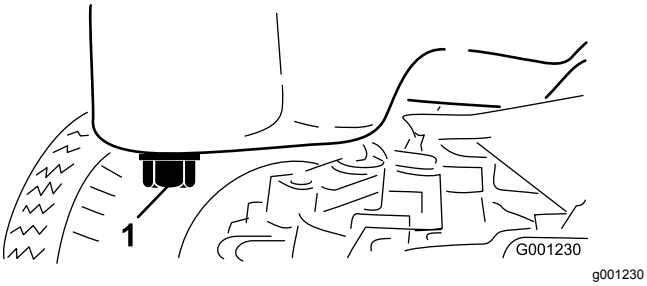

**Figur 47**
4. Stil en dræningsbakke under oliesumpen og på linje med aftapningsproppen (Figur 47).